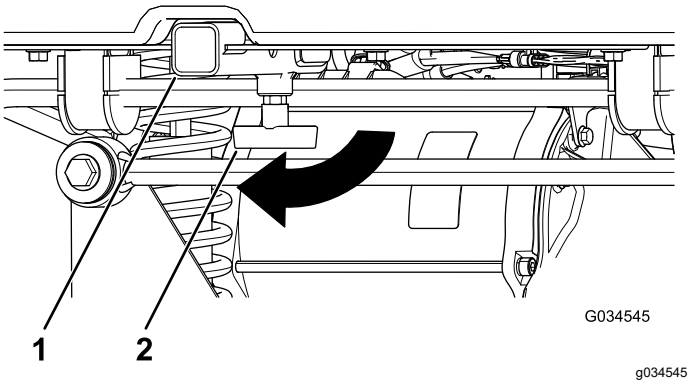

**Figuur 19**
1. Zet de T-hendel los door deze rechtsom te draaien (Figuur 19).
2. Breng uw accessoire aan in de houder en zorg dat de gaten overeenkomen (Figuur 19).